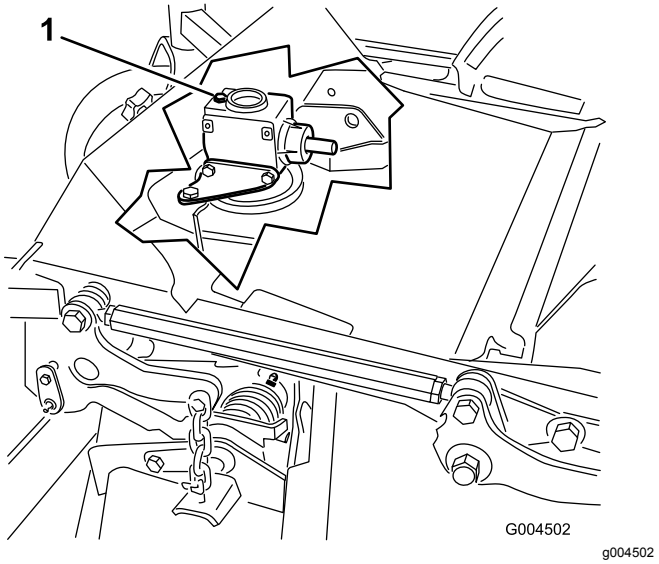

**Bild 30**
6. Nehmen Sie den Ölpeilstab bzw. die Füllschraube oben am Getriebe ab und stellen Sie sicher, dass das Öl zwischen den Markierungen am Peilstab liegt (Bild 30).
6. Nehmen Sie den Peilstab bzw. die Füllschraube von der Oberseite des Getriebes ab (Bild 30).